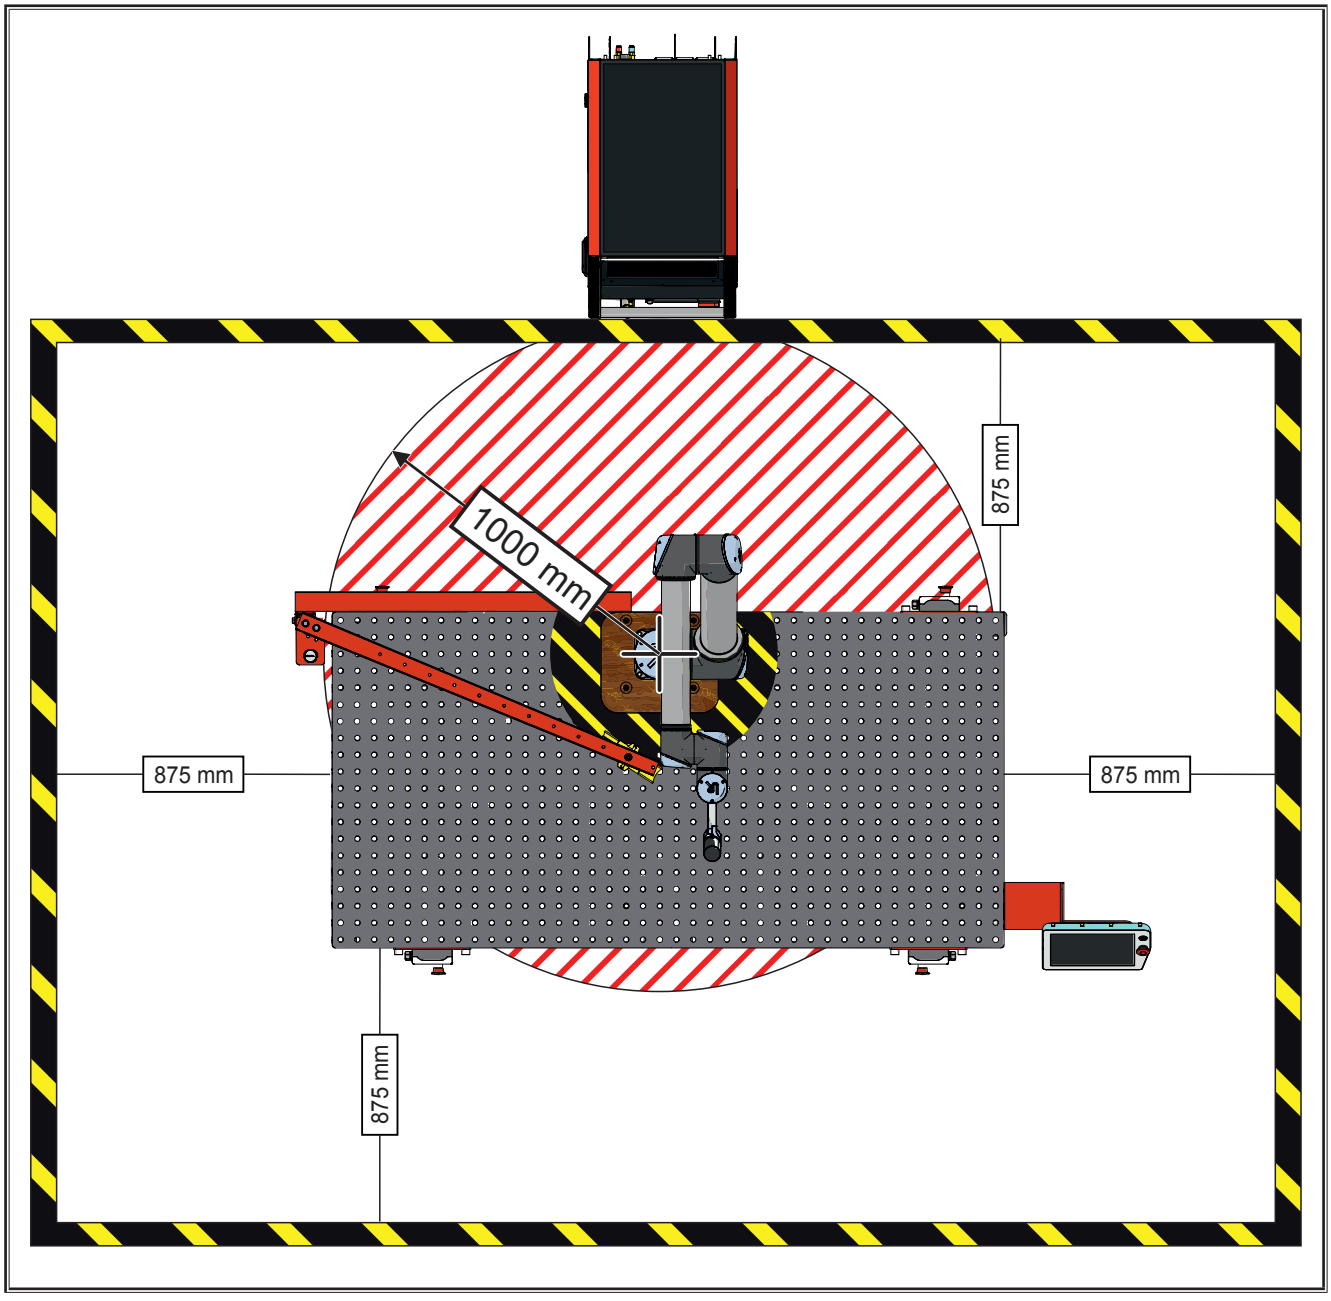

Fig. 4: Messa in sicurezza della zona di pericolo- montaggio con zona di pericolo perimetrale 1000 mm
- ❑ Tenere conto della zona di pericolo durante l'installazione (vedi Fig. 4 a pagina 15).
Tenere conto della zona di pericolo durante l'installazione (vedi Fig. 4 a pagina 15).